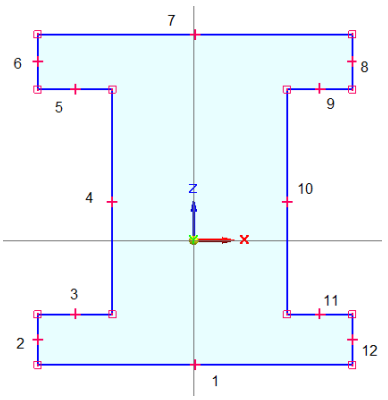

Figure 3-35 *Outer loop of the profile*
4. Draw the sketch of the outer loop, as shown in Figure 3-35. It is evident from this figure that the sketch is drawn around the origin and it is not symmetric at this stage. It will become symmetric after adding all relationships and dimensions to it. You can use the alignment indicators to draw the sketch. For your reference, the lines in the sketch are indicated by numbers.